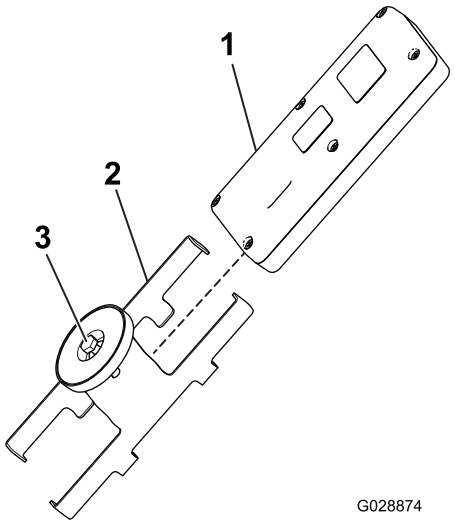

Figur 41
1. Lossa bulten i magneten på det magnetiska kontrollfästet (Figur 41).
2. Dra isär fästets sidor och ta bort kontrollen (Figur 41).
8. Montera handkontrollen på handkontrollens magnetiska fäste, dra ihop halvorna för att fästa handkontrollen och dra åt bulten i magneten (Figur 41).